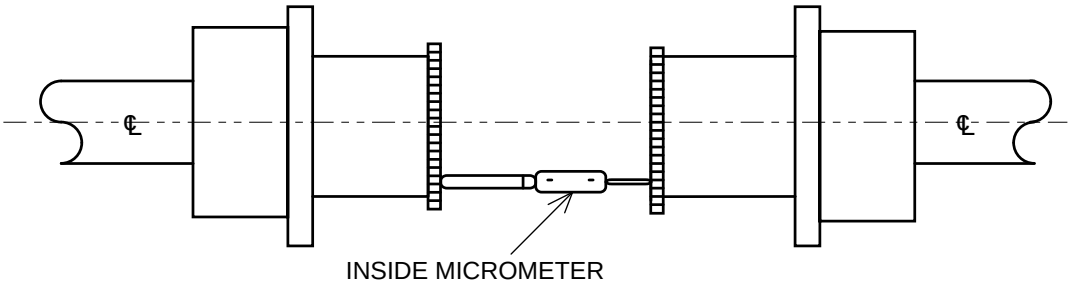

FIGURE 2-10
3. When the shafts are correctly positioned relative to each other, use an inside micrometer to measure the distance between the shaft ends. Refer to FIGURE 2-10.